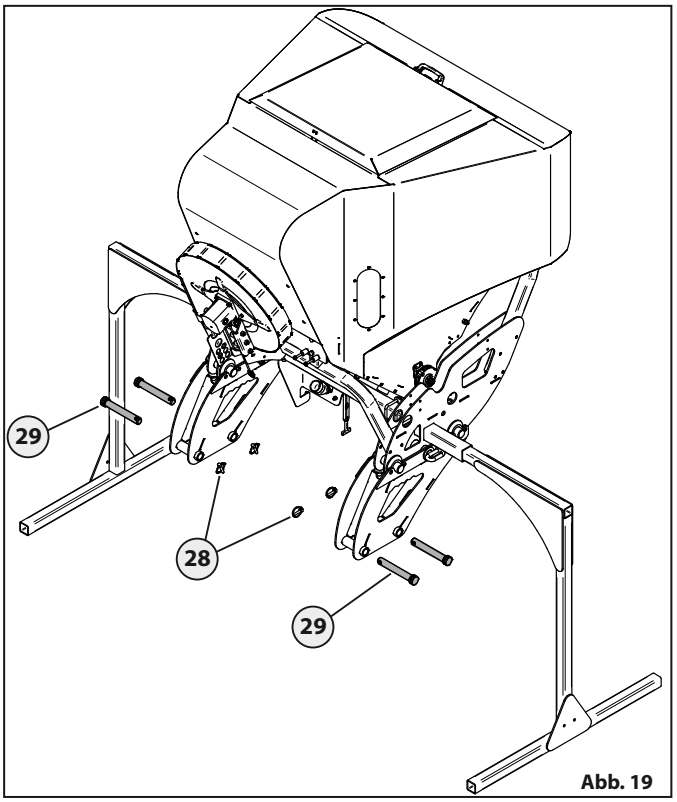

Abb. 19
- Die Klappstecker **28** entfernen, die Stifte **29** aus den Halterungen abziehen“Abb. 19“.